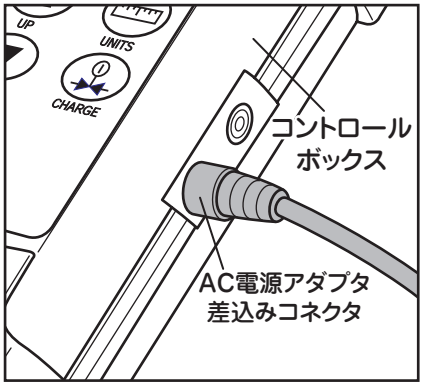

図 1
①コントロールボックスの AC 電源用ジャックに、アダプタのコネクタを差込んでください。（図 1）